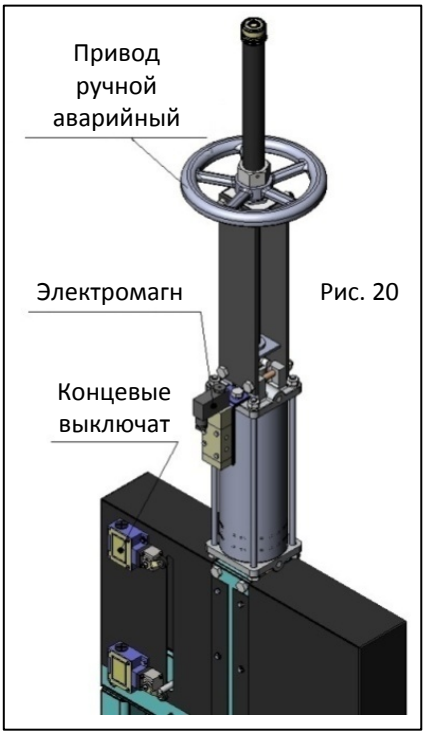

Рис. 20
- Механические концевые выключатели, индуктивные переключатели и позиционеры (Рис. 20):
- Электромагнитные клапаны (Рис. 20):
Позволяет управлять затвором вручную при отключении электроэнергии или прекращении подачи воздуха (Рис. 20).